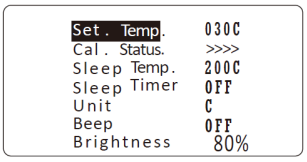

Fig.6
3.2. When Cal. status display “>>>>” (see Fig 6.)，it means “Real Temp.” has calibrated and increase temperature.